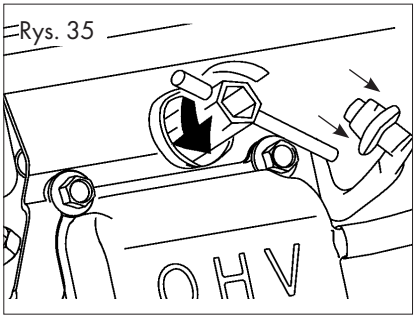

Rys. 35
- Poluzuj świecę zapłonową za pomocą klucza do świec zapłonowych, Rys. 35.